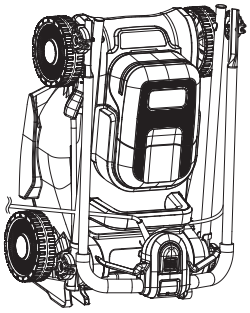

Fig. 24
9. Store the lawn mower flat or upright (Fig. 24).